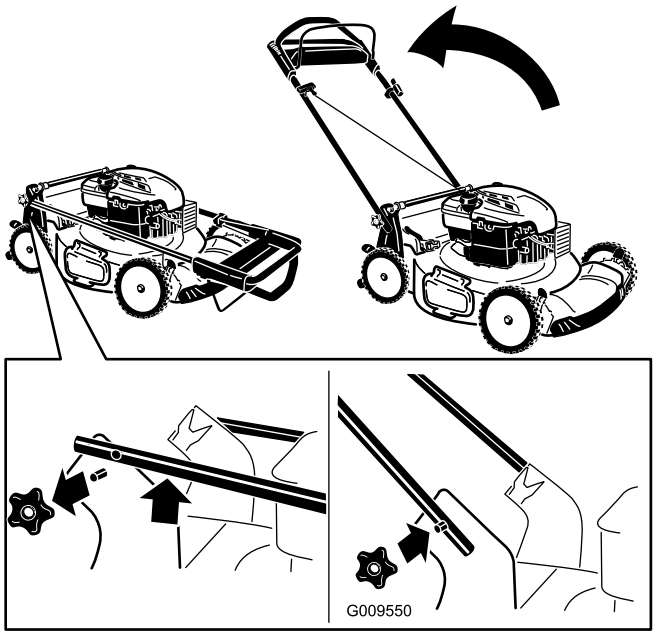

Figuur 4
1. Verwijder de handgreepknoppen van de machinebehuizing (Figuur 4).